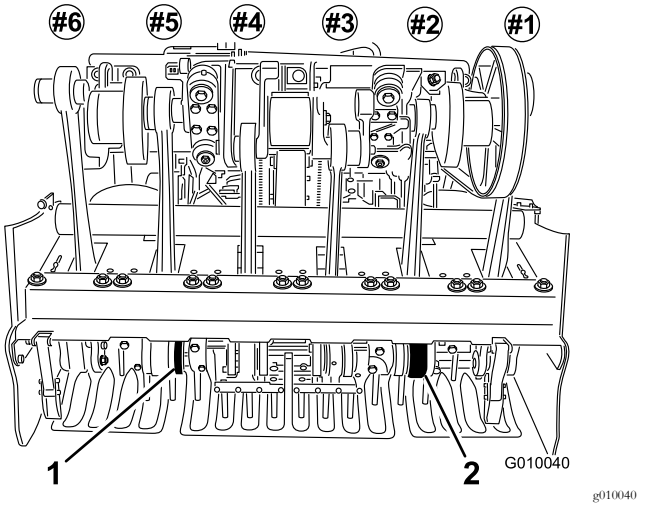

Figur 25
6. Installer pipene på pipeholderne nr. 2 og nr. 5 (Figur 25). Stram til boltene.